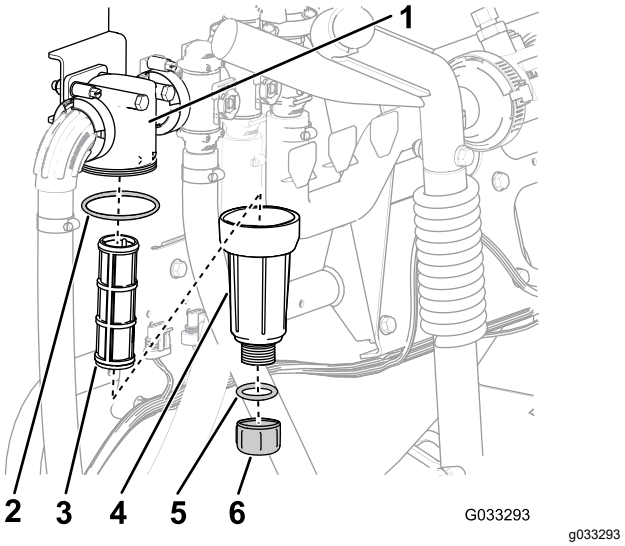

Figura 31
2. Coloque un recipiente de drenaje debajo del filtro de presión (Figura 31).
3. Gire el tapón de vaciado en sentido antihorario y retírelo de la cubeta del filtro de presión (Figura 31).
4. Enrosque la cubeta en sentido antihorario y retire la cabeza del filtro (Figura 31).
5. Retire el elemento del filtro de presión (Figura 31).
7. Inspeccione la junta del tapón de vaciado (situada dentro de la cubeta) y la junta de la cubeta (situada dentro de la cabeza del filtro) en busca de daños o desgaste (Figura 31).
8. Instale el elemento del filtro de presión en la cabeza del filtro (Figura 31).
9. Instale la cubeta en la cabeza del filtro, y apriétela a mano (Figura 31).
10. Coloque el tapón de vaciado en el acoplamiento inferior de la cubeta, y apriete el tapón a mano (Figura 31).